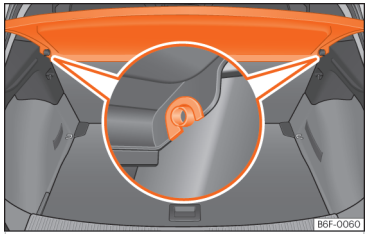

Abb. 143 Im Gepäckraum: Gepäckraumabdeckung aus- und einbauen.
- Ziehen Sie die Gepäckraumabdeckung nach oben aus den seitlichen Halterungen ››› (Abb. 143) heraus.
- Führen Sie die Gepäckraumabdeckung horizontal ein, so dass das „Hufeisen“ über der Aufnahmeachse ››› (Abb. 143) liegt, und drücken Sie die Abdeckung nach unten, bis sie einrastet.